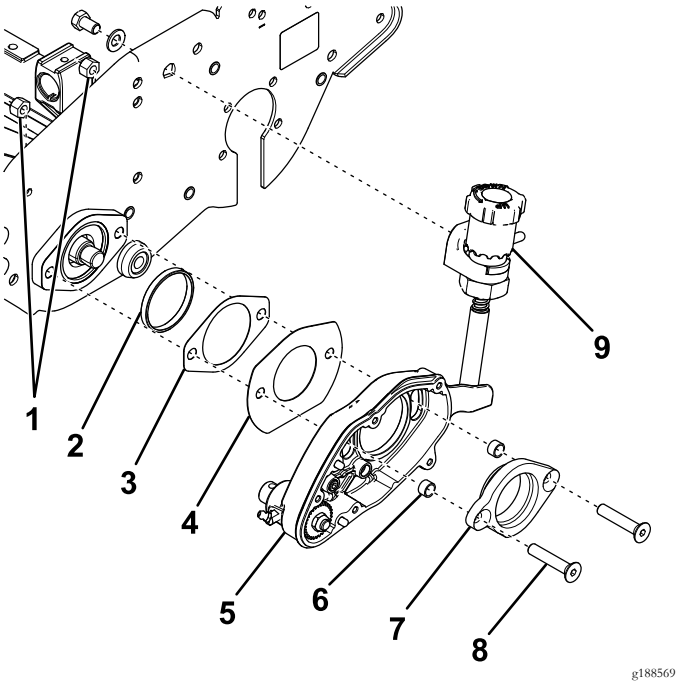

**Figur 6**
2. För in adapterringen i cylinderlagerhuset på sidoplåten (Figur 6).
3. Placera de två skruvarna med platt huvud i lageradaptern och sätt de nya distansbrickorna på ändarna (Figur 6).
4. Sätt i lageradaptern i trimsatshuset (Figur 6).
5. Placera spårkåpan och den nya packningen över skruvarna med platt huvud (Figur 6).
6. För in skruvarna med platt huvud genom cylinderlagerhuset och fäst dem med två låsmuttrar (Figur 6).
7. Fäst justeringsvredet vid sidoplåten med en skruv och en bricka (Figur 6).